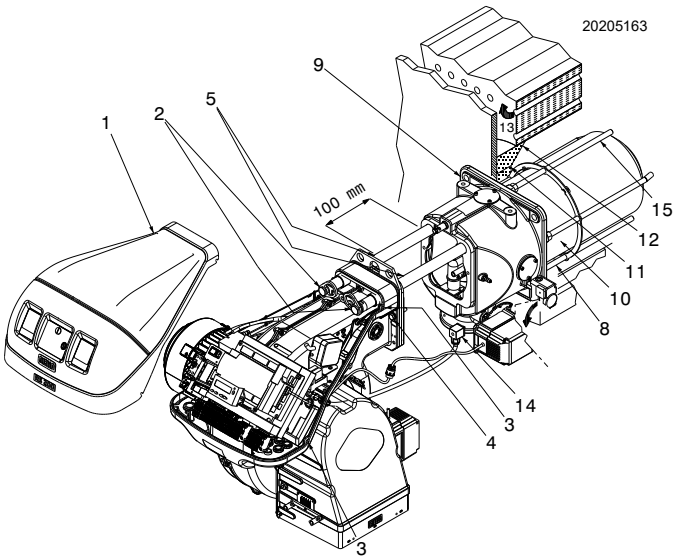

Fig. 17
Per le caldaie con giro dei fumi anteriore 13)(Fig. 17), eseguire una protezione in materiale refrattario 11), tra refrattario caldaia 12) e boccaglio 11).
Separare la testa di combustione dal resto del bruciatore, come in Fig. 17; procedere come segue:
Durante il fissaggio del bruciatore alla caldaia, prestare particolare attenzione ai tubi gas esterni 15)(Fig. 17) per evitare di danneggiarli.
- ➤ rimontare il bruciatore sulle guide 3) a circa 100 mm dal manicotto 4) - bruciatore nella posizione illustrata in Fig. 17 a pag. 22;